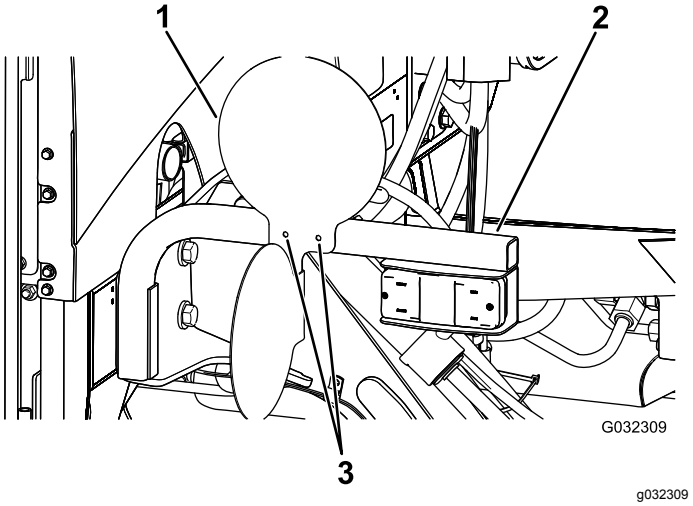

Figur 34
1. Ret pladerne ind efter de eksisterende huller i beslagene til lygtesættet (Figur 34).